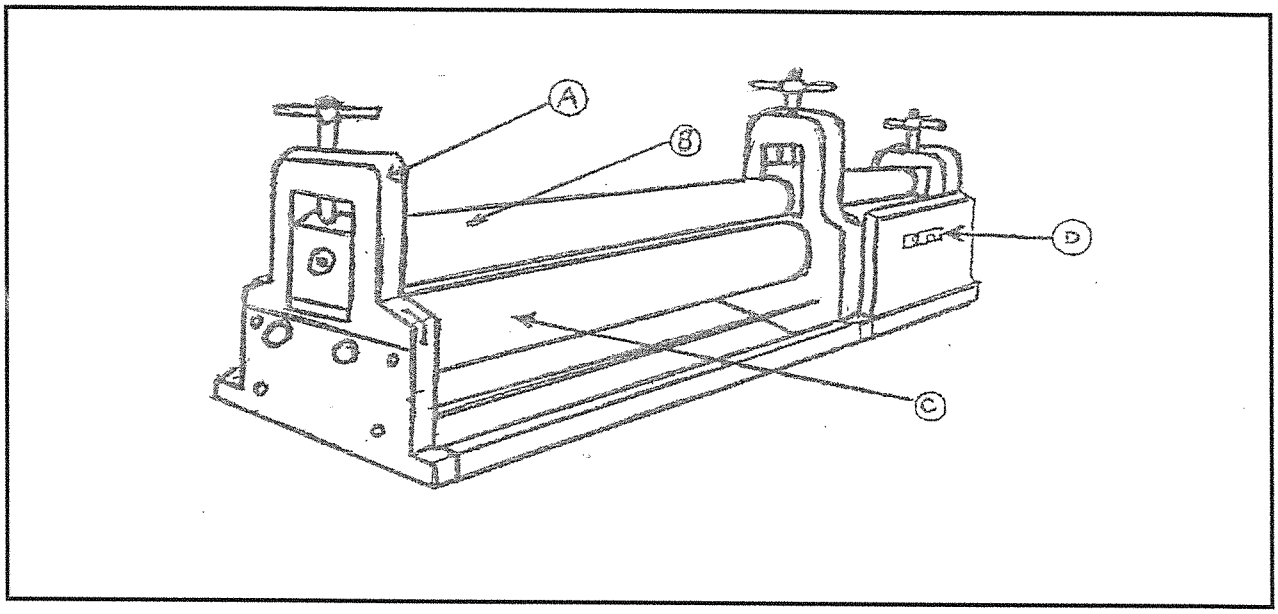

FIGURE 1
1.2 FIGURE 1, DIAGRAM SHEET 1 (attached) shows a bending roll machine. Label the FOUR parts (A–D) and write the word next to the corresponding letter in the ANSWER BOOK. (4)